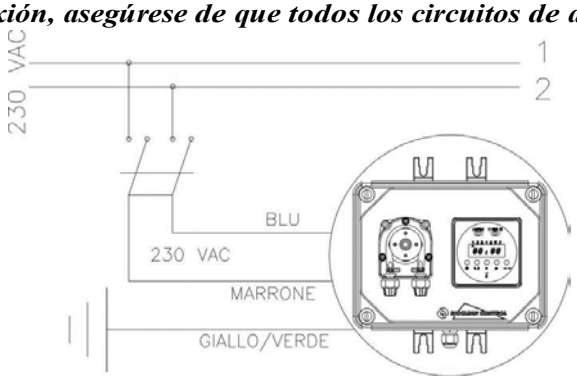

fig. 2
b.- *Respecte las leyes en vigor de cada país por lo que concierne a la instalación eléctrica (Fig. 2).*